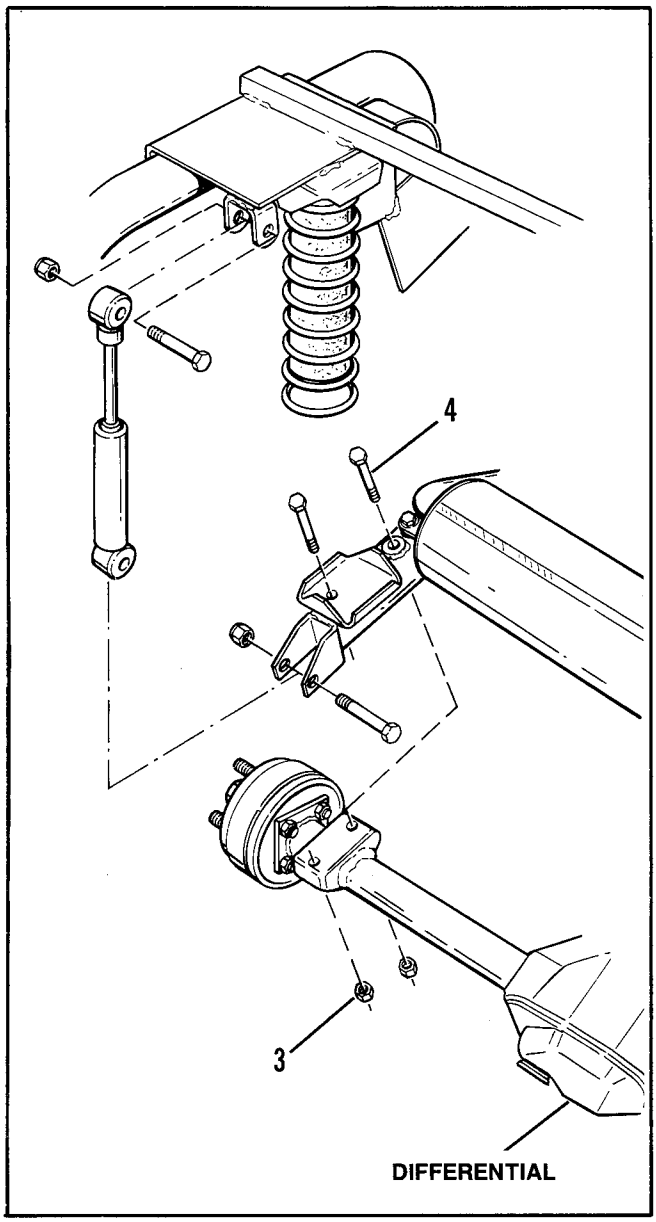

Figure 19 - Remove Differential Assembly
d. Remove four locknuts (3) and four bolts (4), Figure 19. When reinstalling four locknuts (3), torque to 30 ft.-lbs. (4.1 kgm).